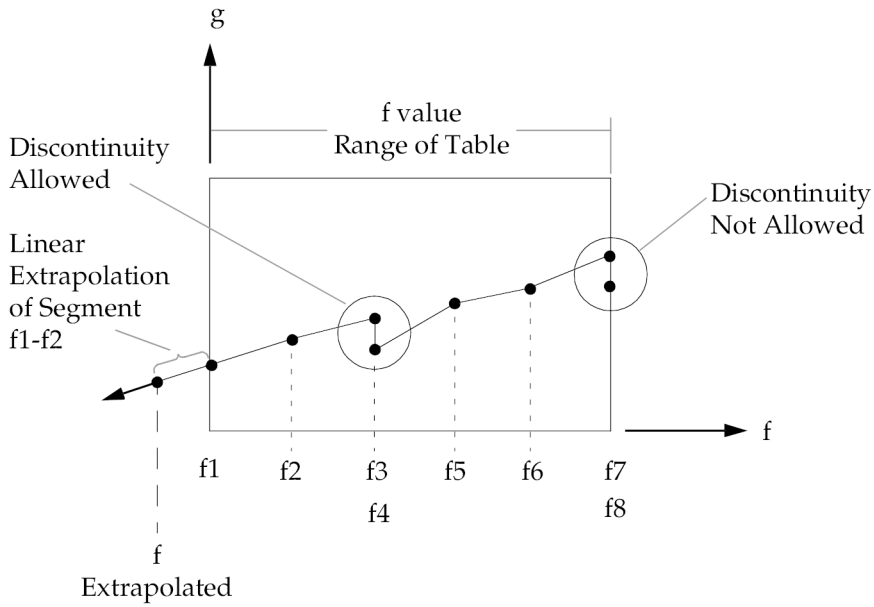

Figure 18-9. Example of Table Extrapolation and Discontinuity
2. Discontinuities may be specified between any two points except the two starting points or two end points. For example, in Figure 18-9 discontinuities are allowed only between points f2 through f7. Also, if g is evaluated at a discontinuity, then the average value of g is used. In Figure 18-9, the value of g at f=f3 is g=(g3+g4) / 2. If the y-axis is a LOG axis then the jump at the discontinuity is evaluated as
where *f* is input to the table and *g* is returned. The table look-up is performed using linear interpolation within the table and linear extrapolation outside the table using the two starting or end points. See Figure 18-9. No warning messages are issued if table data is input incorrectly.